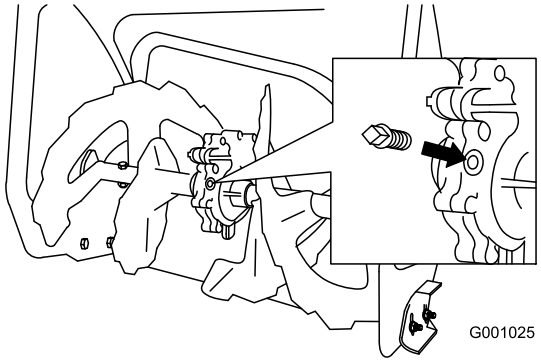

Figur 40
2. Rengør området omkring rørproppen (Figur 40).